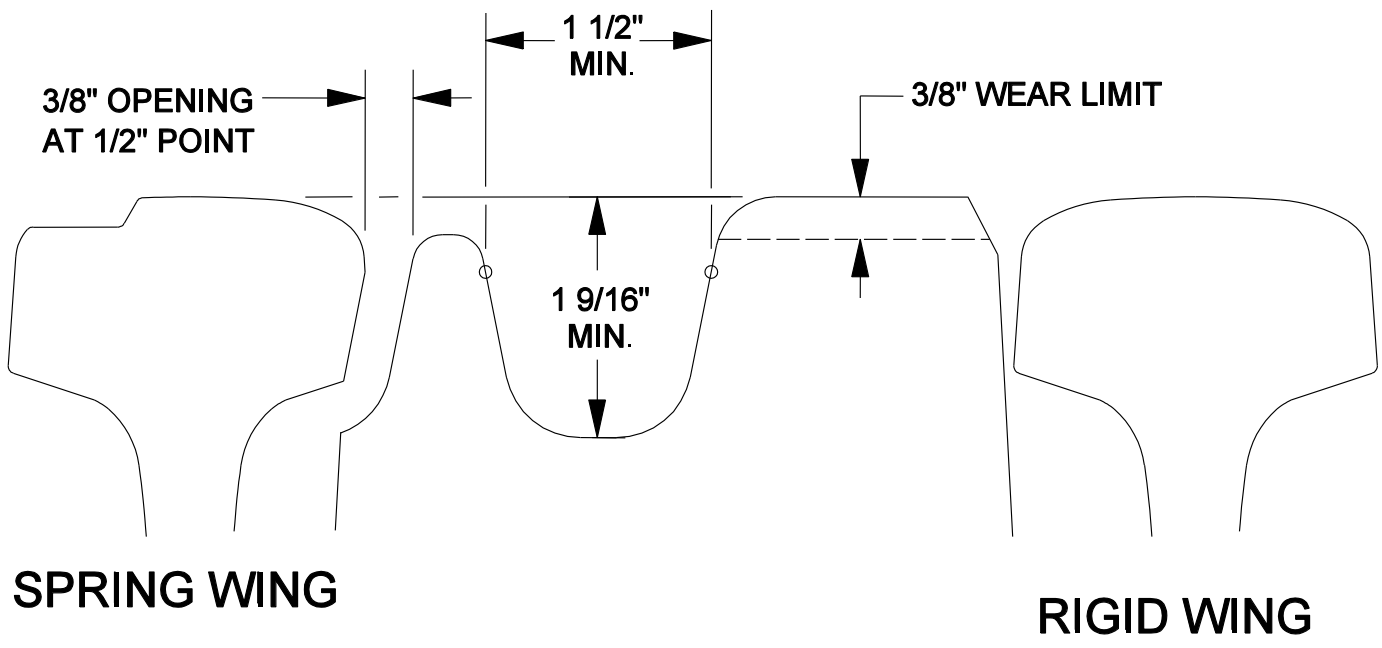

Figure 5-XX
6. Tread wear on casting not worn more than 3/8” as shown in Figure 5-XX.